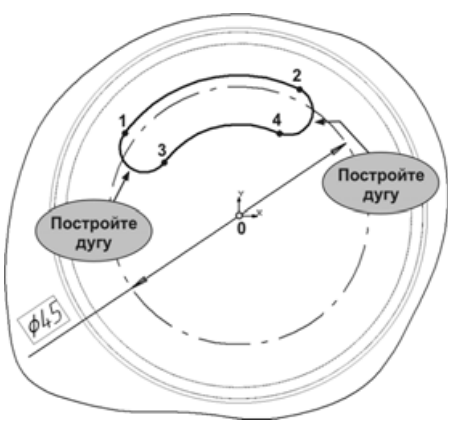

Рис. 5.182
- Нажмите кнопку **Дуга по двум точкам** на панели расширенных команд ввода дуг и постройте две малые дуги 1-3 и 4-2 (рис. 5.182). Поскольку дуга, по умолчанию, строится в направлении против часовой стрелки, точки следует указывать именно в такой последовательности. При указании точек используйте привязку **Ближайшая точка**.